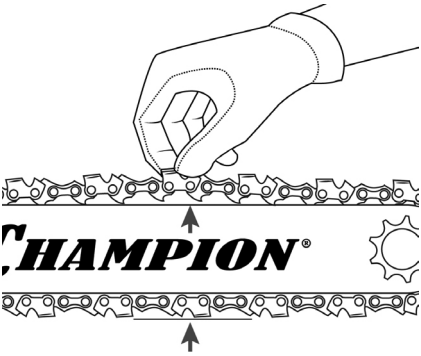

Рис. 5 Проверка натяжения цепи
7. Установите ведущие звенья пильной цепи в пазы звездочки. Вращая винт механизма натяжения цепи по часовой стрелке натяните цепь так, чтобы устранить ее провисание (Рис. 5).
Проверьте натяжение цепи, потянув пильную цепь от направляющей шины. Цепь должна плотно прилегать к нижней части шины без провисания, на середине верхней части шины цепь должна выходить из направляющего паза примерно на высоту звена (Рис. 5).